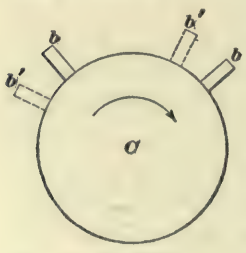

FIG. 2.
**4.** Fig. 2 illustrates what is meant by shifting the brushes. *C* is a circle indicating the outline of the commutator, and the arrow shows the direction in which the armature is supposed to turn; *b*, *b* are the two brushes set in their normal position to suit both directions of rotation, and *b'*, *b'* show the brushes set back